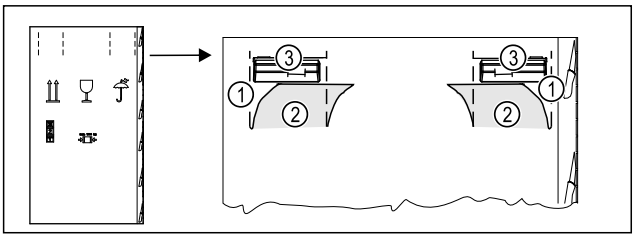

Fig. 5
- ▶ Вдавите упаковочный картон сверху по перфорации *Fig. 5 (1)*.
- ▶ Извлеките вдавленные клапаны *Fig. 5 (2)*.
- ▷ Можно увидеть ручку для переноски *Fig. 5 (3)* справа и слева.
- ▶ Удерживайте устройство за ручки для переноски *Fig. 5 (3)*.